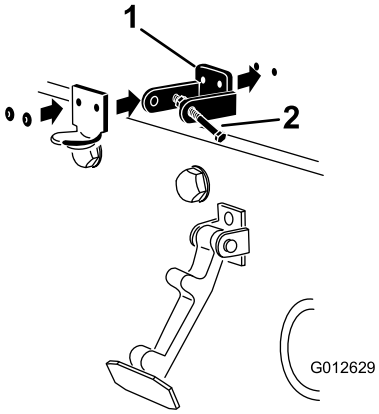

Figuur 7
3. Plaats de beugel van de CE-vergrendeling en de beugel van de motorkapvergrendeling op de motorkap en lijn de montage-openingen uit. De beugel van de vergrendeling moet zich tegen de motorkap aan bevinden (Figuur 7). Verwijder de bout en moer niet van de arm van de beugel van de vergrendeling.
5. Bevestig de beugels en de ringen met de popnagels aan de motorkap (Figuur 7).